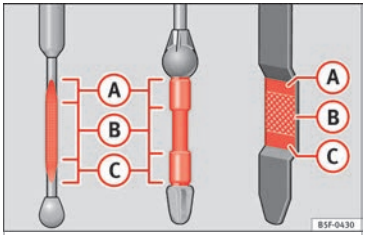

Fig. 235 Varilla de medición del nivel de aceite.
– A continuación, vuelva a extraerla y compruebe el nivel de aceite ››› fig. 235. En caso necesario, reponga aceite del motor.